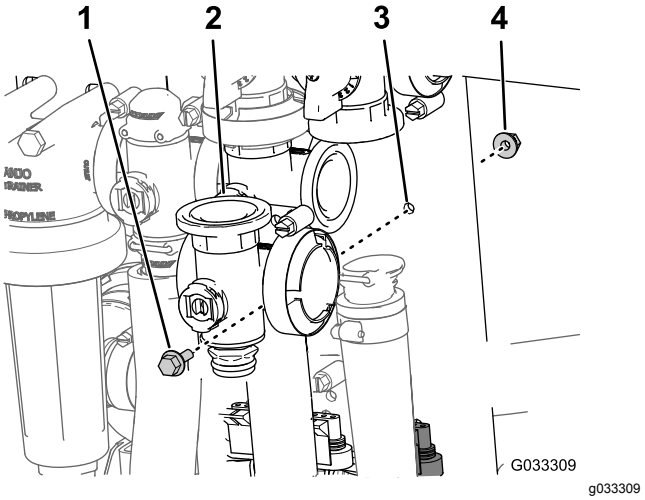

**Rysunek 67**
3. Odkręć śrubę kołnierzową i nakrętkę zabezpieczającą kołnierzową mocujące nadrzędny zawór sterowania zraszaniem do jego wspornika, a następnie odkręć rozgałęźnik zaworu od maszyny (Rysunek 67).